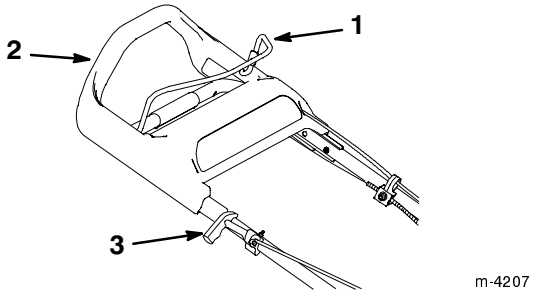

**Figure 8**
The starter handle and the blade control bail are on the upper handle as shown in Figure 8.
2. Hold the blade control bail against the upper handle (Fig. 8).
3. Pull the starter handle lightly until you feel resistance, then pull it sharply (Fig. 8). Allow the rope return to the handle slowly.